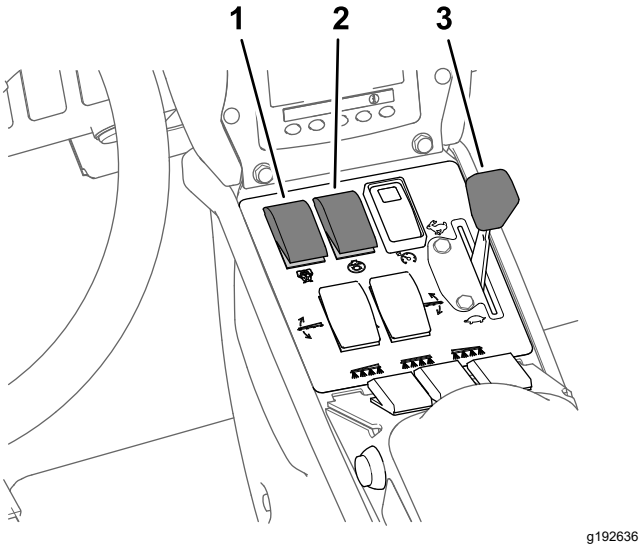

Figure 45
8. Set the agitation switch and the spray-pump switch to the ON position (Figure 45).
9. Set the throttle to the FAST position (Figure 45).
Note: This procedure assumes that the spray pump is on; refer to Figure 45 in Spraying in the Application Rate Mode (page 37).
4. Adjust the throttle to the desired engine speed to spray; refer to Figure 45 in Spraying in the Application Rate Mode (page 37).